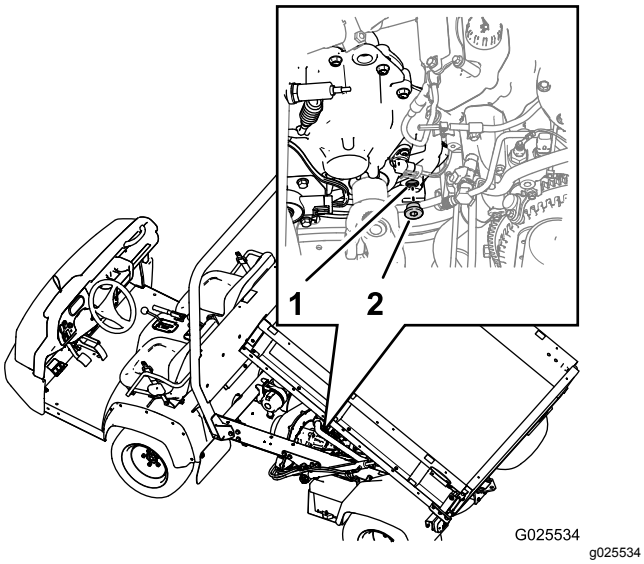

図 57
1. トランスミッションの後部、車幅方向内側の低い位置にある補給用プラグを探し出す図 57。
3. プラグを左に回して、トランスミッションの補給ポートから外す図 57。
4. オイル量が不足している場合には、所定のオイルを補給ポートから補給する。油面がねじ山の下と同じ高さになるまで補給する図 57。
6. トランスミッションに補給プラグを元通りに取り付け、手締めする図 57。